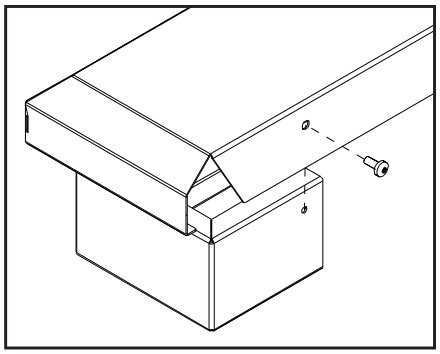

Figure 39b: Installing Base Shelf onto Riser.
3. If installing with riser(s) the Base Shelf is to be fastened to the riser(s) with one T-20 screw at each end of the back (see Figure 39b).